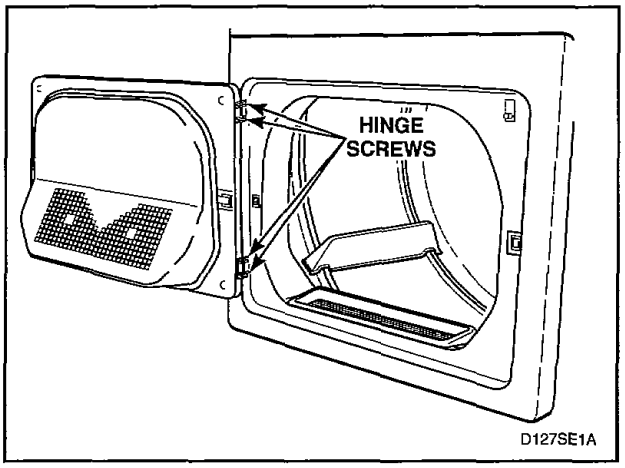

Figure 23
i. While supporting door assembly, secure hinges to front panel using the four remaining screws, *Figure 23.* Tighten all screws firmly.